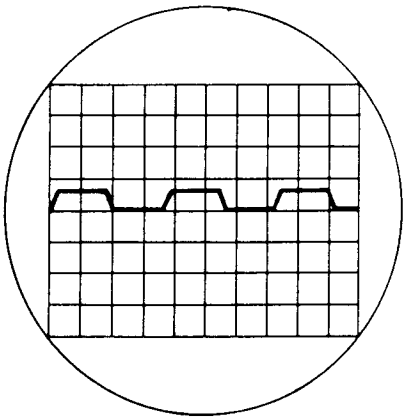

Fig. 11
11. Select **volts/power 400Hz filter** and **sine wave** input at a **frequency** of 1 KHz and adjust **oscillator level** for 100W output. Select **1Ω load.** The output should clip equally on both halves of the waveform as shown in Fig. 11.